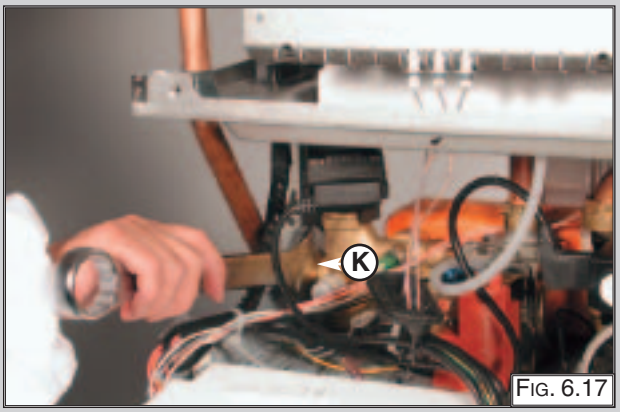

Fig. 6.17
5. Release the connection nut "K" (Fig. 6.17);